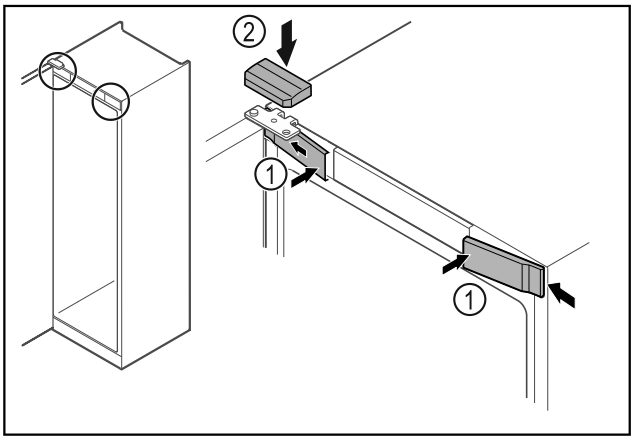

Fig. 59
▶ Acroșați apărătorile frontale *Fig. 59 (1)* lateral și fixați-le în poziție.
▶ Fixați în poziție apărătoarea superioară *Fig. 59 (2)* de sus.